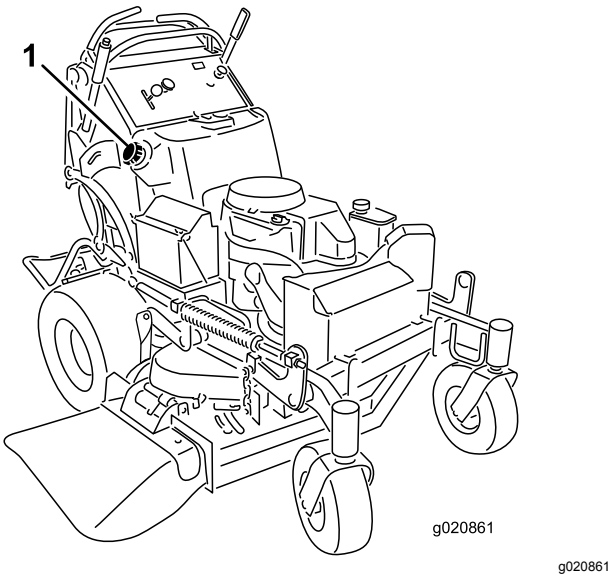

**Figuur 50**
5. Tap met behulp van de sifonpomp de brandstof in een schone jerrycan (Figuur 50).